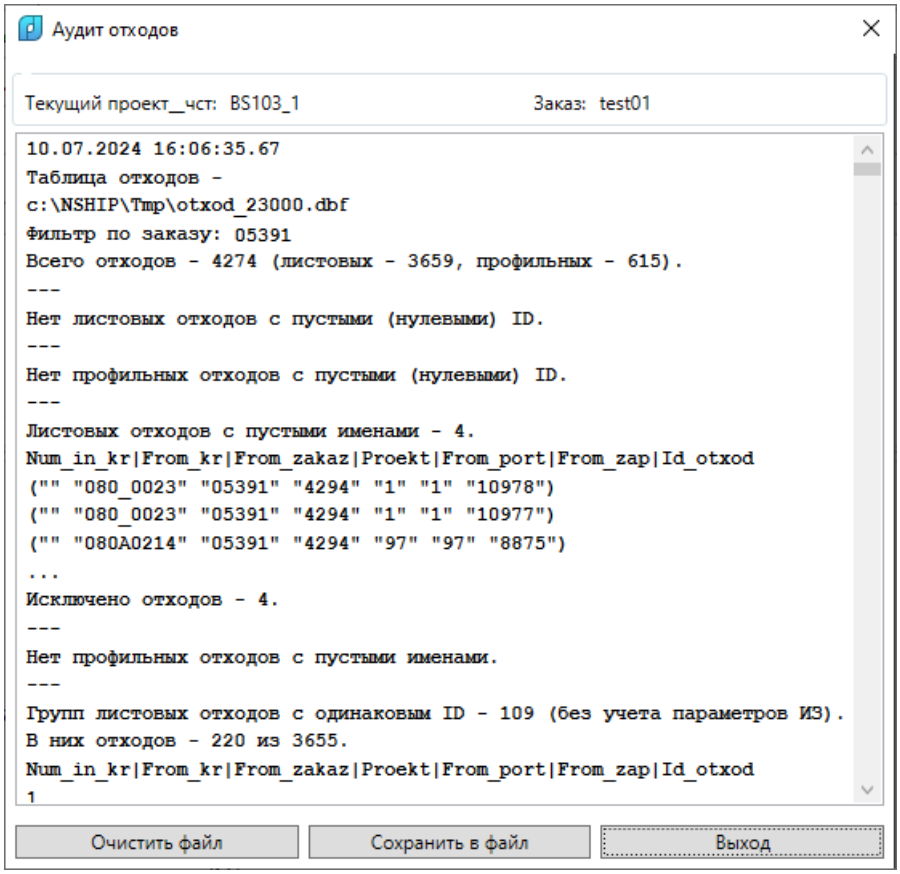

Рис. 60. Окно **Аудит отходов**
4.7.3.3. Листинг с результатами расчета, которые более подробны, чем сообщения в командной строке, выводится в открываемое окно **Аудит отходов** (рис. 60).
В первой части листинга приводятся время старта, имя таблицы, фильтр, данные об отходах (общее количество, число листовых, число профильных). Затем идет информация о результатах поиска отходов с пустыми (нулевыми) ID и с пустыми именами. Такие отходы исключаются из дальнейшего расчета. Пример содержимого первой части показан на рис. 60.